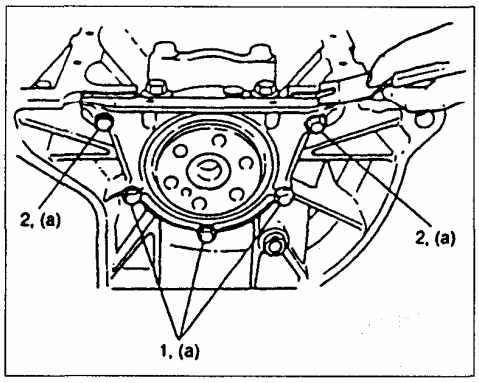

Рис. 175
5) Установите новую прокладку и корпус сальника. Не устанавливайте прокладку, снятую во время разборки. Перед установкой сальника, нанесите на рабочую кромку моторное масло. Затяните болты крепления заднего щитка требуемым моментом (Рис. 175). Момент затяжки: (a) 11Нм.